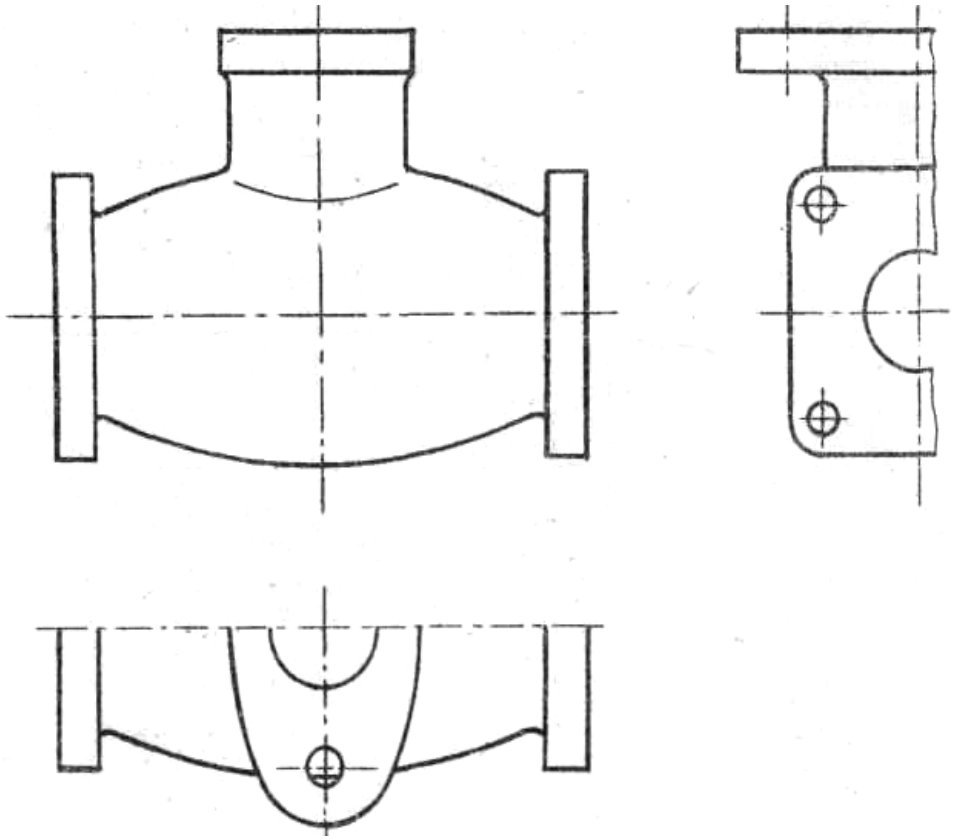
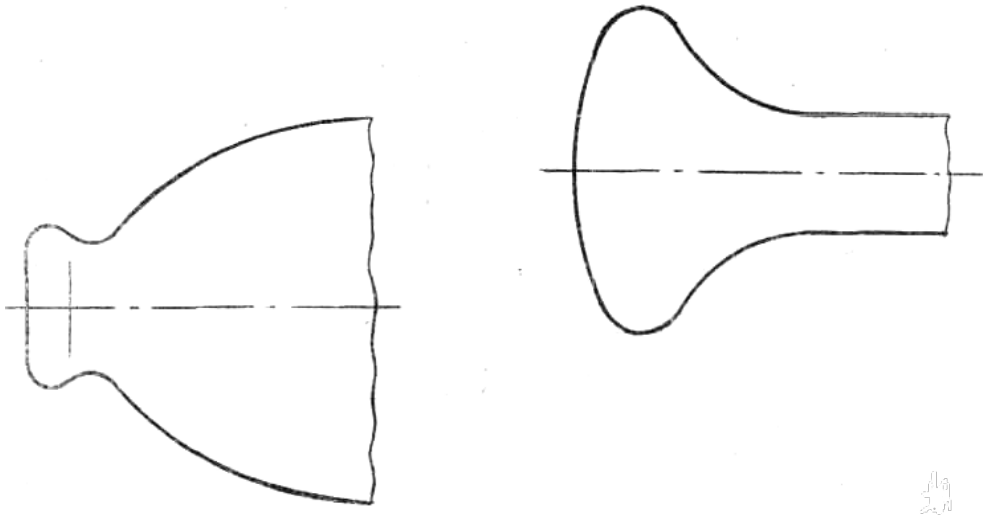

Рис. 7
Рис.9
1. Если вид представляет симметричную фигуру, допускается вычерчивать половину изображения (рис. 7. вид сверху), или немного более половины с проведением линии обрыва (рис. 7, вид слева).
4. Воображаемые линии перехода изображаются сплошной тонкой линией (рис. 7). Плавный переход от одной поверхности к другой показывают условно или совсем не показывают (рис. 9).